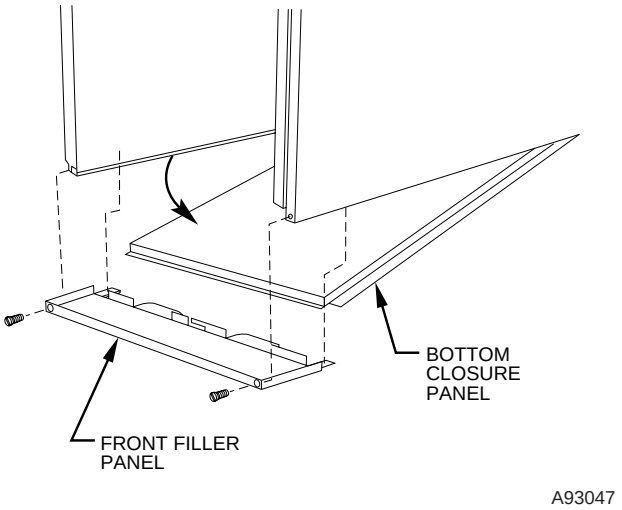

Fig. 28—Removing Bottom Closure Panel
1. Tilt or raise furnace and remove 2 screws holding front filler panel. (See Fig. 28.)